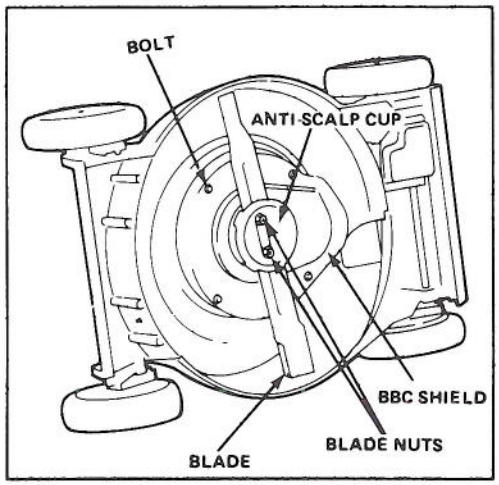

Figure 31
4. Remove (2) blade nuts, anti-scalp cup, blade, blade spacer, and (4) bolts securing BBC shield to mower deck (Fig. 31 & 32).
6. Reinstall BBC shield using (4) bolts, blade spacer, blade, anti-scalp cup, and (2) blade nuts.